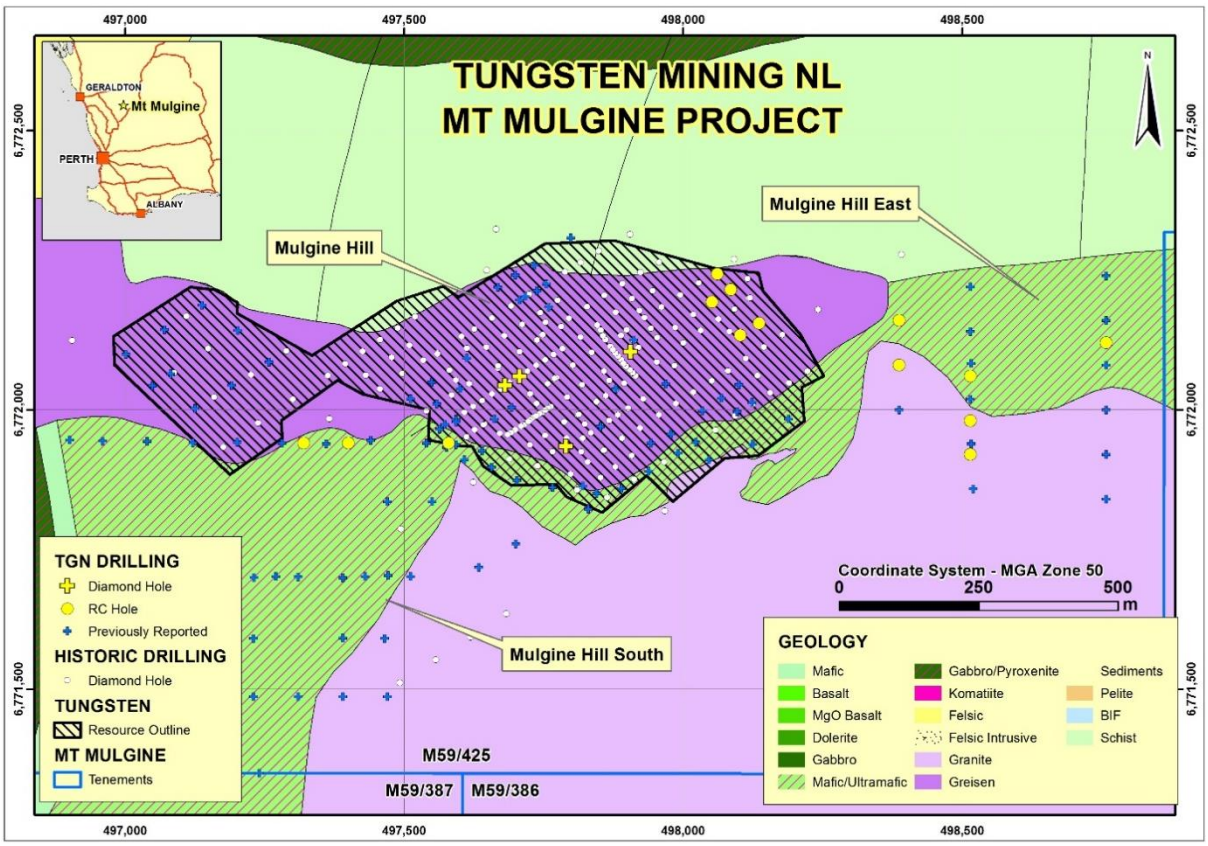

Figure 1 – Plan displaying location of drilling reported in this release (Yellow dots – RC hole, Yellow crosses – diamond hole).
Between the 19 February and 10 April 2018, the Company drilled 89 reverse circulation (RC) holes and four diamond holes at the Mulgine Hill Prospect and surrounding targets (Figure 1). Results from the first 75 holes were reported in the previous ASX releases on 16 February and 4 May 2018. This report announces results from the last 14 RC holes and four diamond holes.